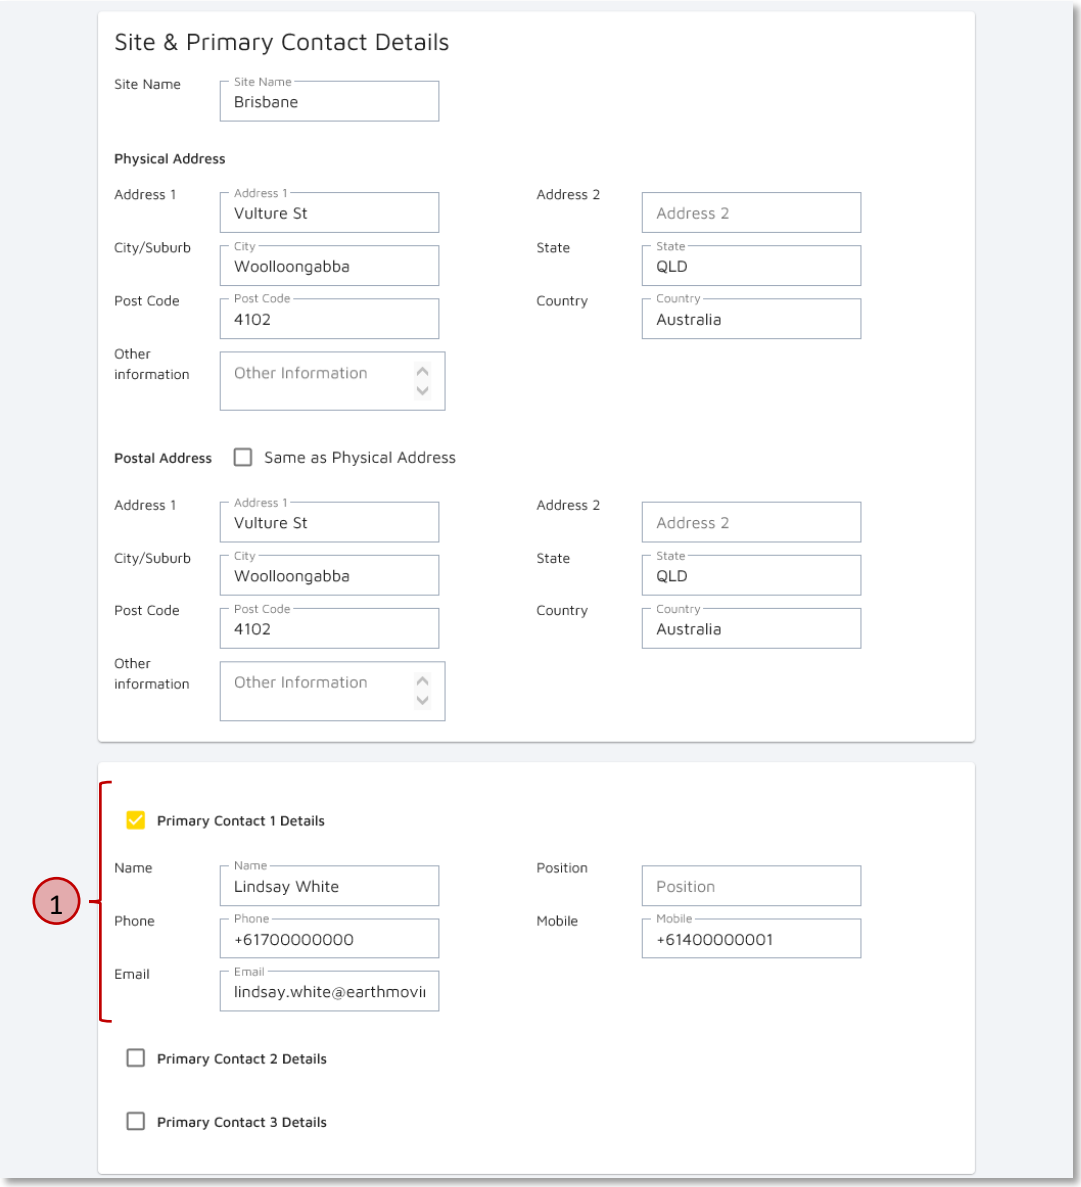

Figure 8.4 Update Details - Site and Primary Contact
There is, however, an additional section at the bottom, relating to the primary contacts (① in Figure 8.4).